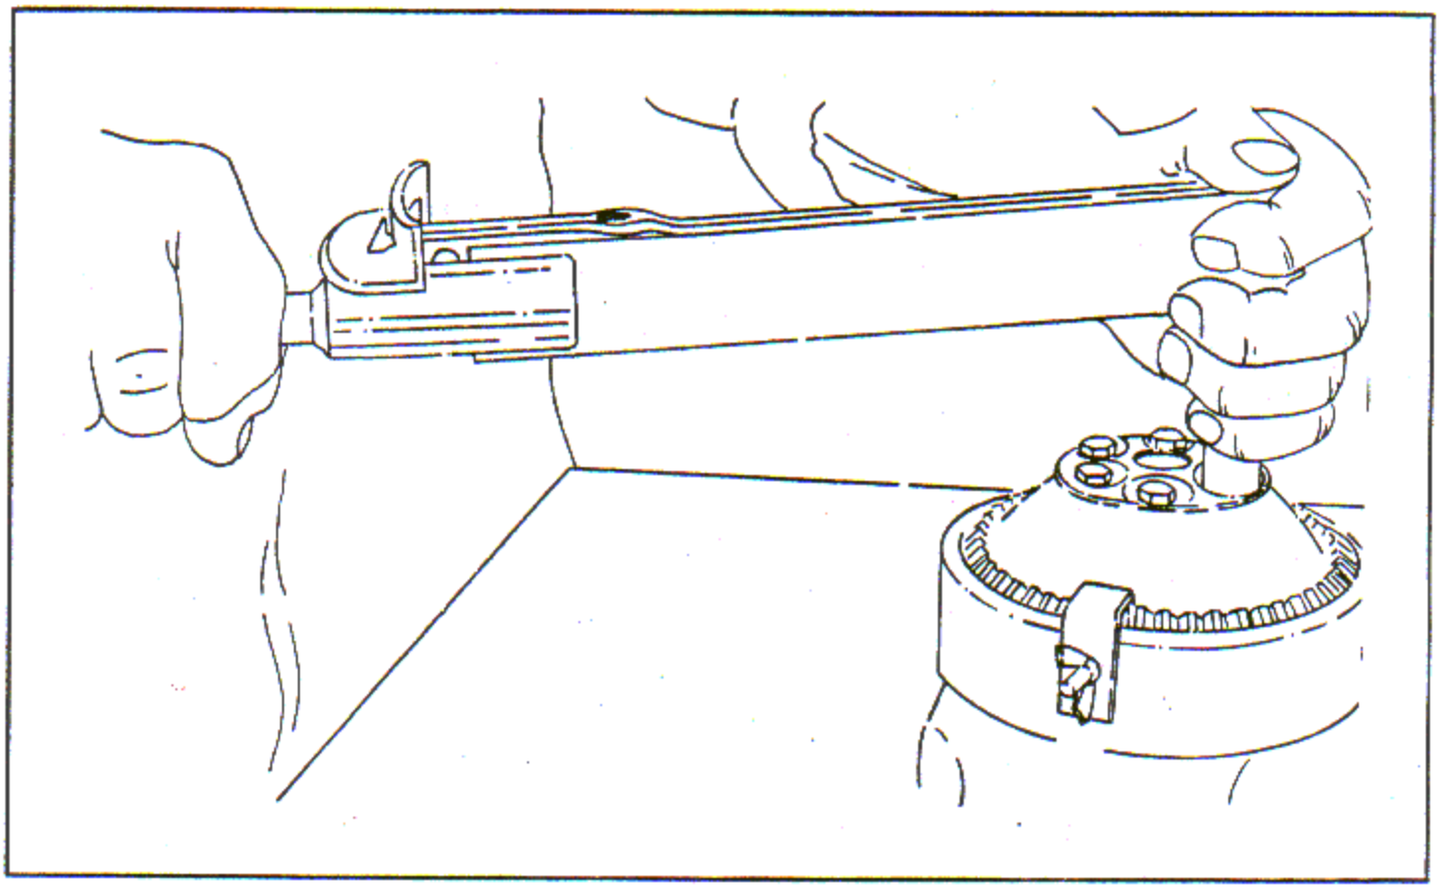

Figure 7-7. Torquing Governor Drive Gear to Shaft Screws
b. Locate the drive gear on the shaft and install the attaching screws. Place the gear and shaft assembly in fixture and torque the attaching screws to 80 - 85 inch pounds. See figure 7-7. Lockwire the screws.